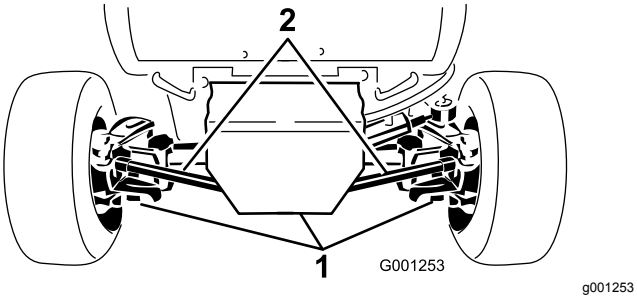

Figuur 62
2. Maak het gebied rond de 3 aftappluggen (Figuur 62) schoon.